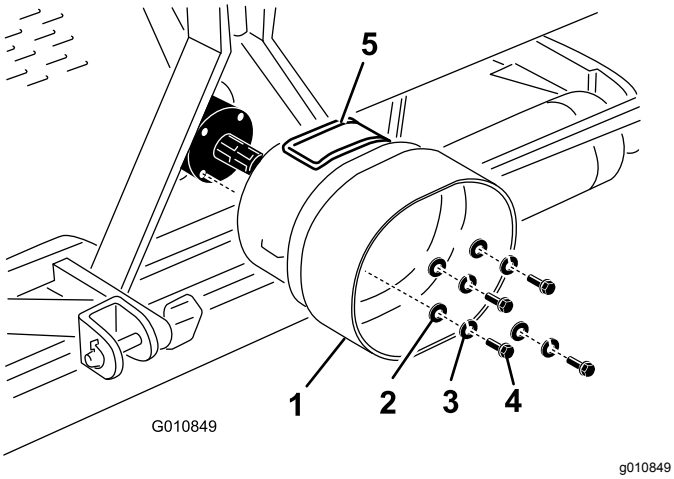

**Figur 22**
1. Fjern de fire boltene, låseskivene og de flate skivene som er festet på bakre del av luftemaskinens girkasse (Figur 22).
2. Fest verneplatene for kraftuttaket til luftemaskinens girkasse, ved hjelp av festene som du fjernet tidligere (Figur 22).
Når du monterer verneplatene for kraftuttaket, må du sørge for at tilgangspanelet (Figur 22) står vendt mot toppen eller siden avhengig av luftemaskinens rammekonfigurasjon.
**Merk:** Du kan åpne tilgangspanelet (Figur 22) for å gjøre det enklere å fjerne og montere festene for kraftuttaksakselen.